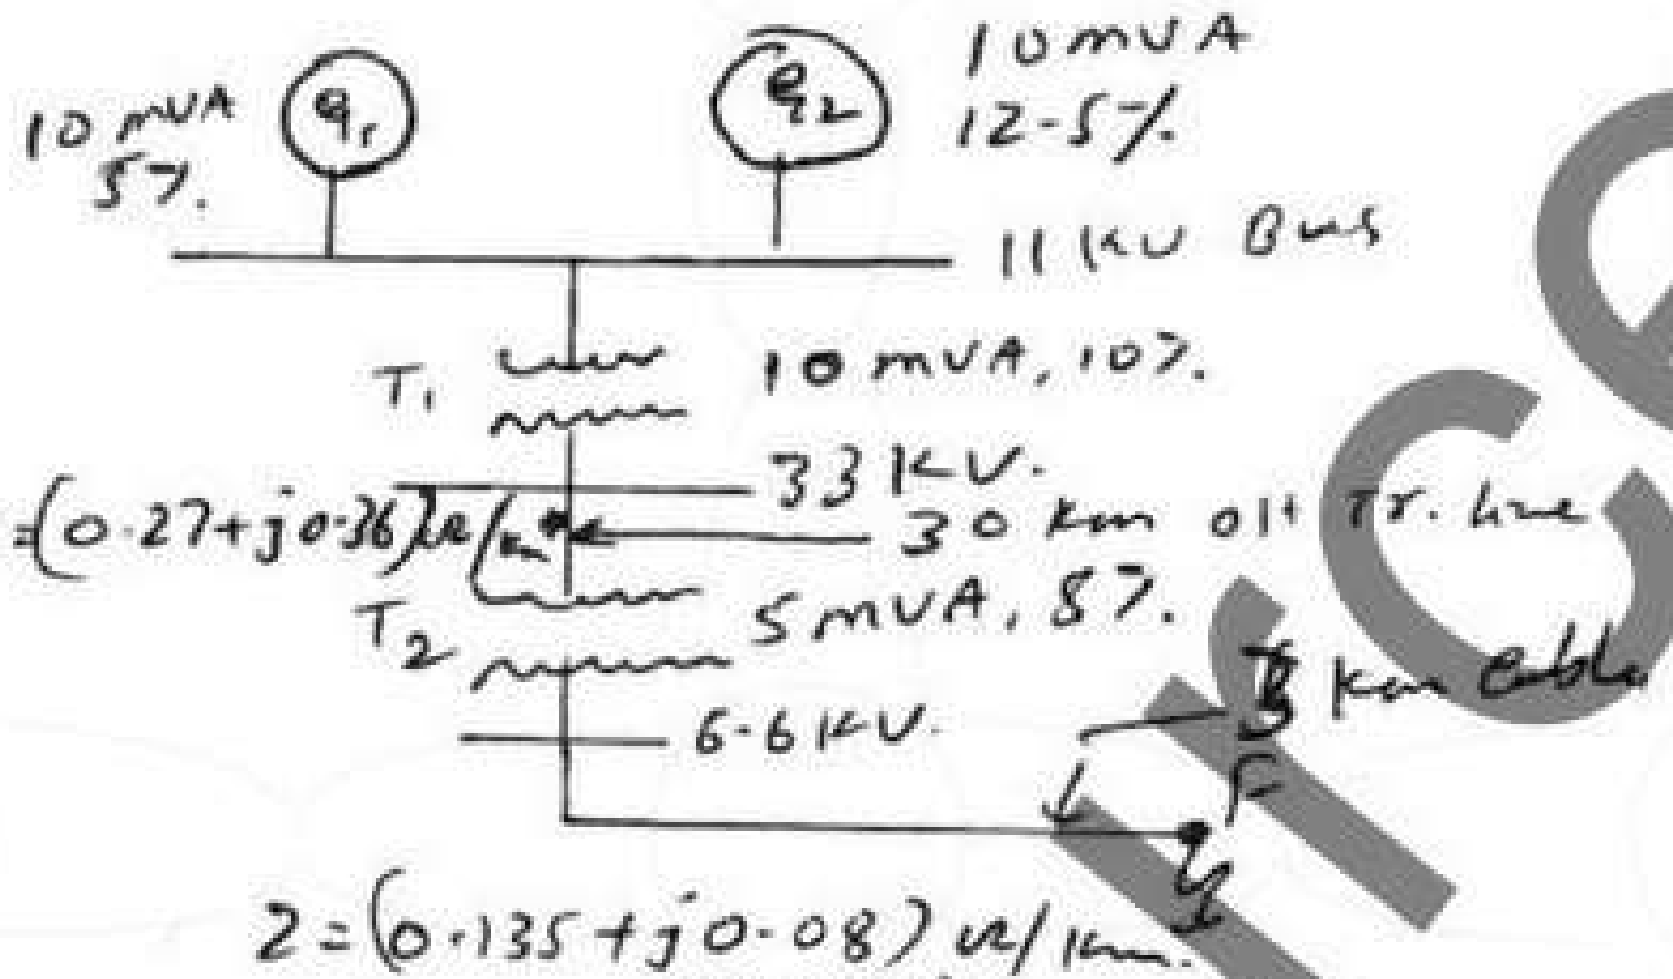

Fig.Q4(b)
b. For the radial network shown in Fig.Q4(b), a 3ϕ fault occurs at 'F'. Determine the fault current. Choose a base of 100 MVA and base KV of 33 KV in overhead transmission line. **(12 Marks)**